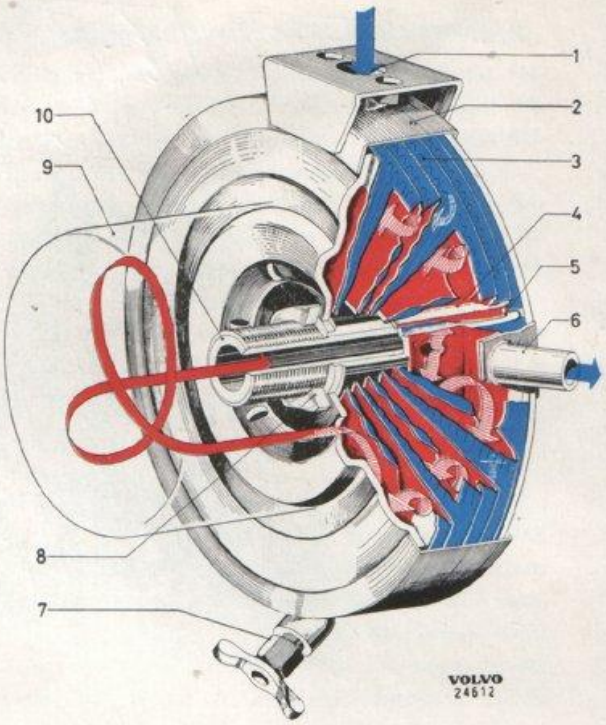

Bild 1-6. Oljekylare
4. Nippel (se även 10, bild 1-6)
Kylaren (bild 1-6) är monterad mellan oljerenaren och cylinderblocket och består av en inre del för oljan, omsluten av en kylmantel. Motorns kylvätska ledes genom kylmanteln. Då oljan på väg till renaren passerar kylaren bortledes en del av oljans värme med kylvätskan. Kylvätskan kan ej gå närmaste vägen från inlopp (1) till utlopp (6) utan tvingas runt kylaren av stoppskärmar (5). Oljan pressas genom lamellparen i tur och ordning, på grund av stoppskärmar (4) samt slutligen ut till renaren.